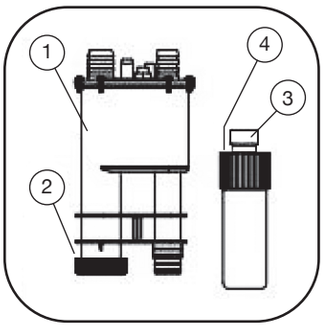

Рис. 6. Комплект сифона и расширительной секции
I. Проверьте комплектность деталей сифона и расширительной секции, рисунок 6.